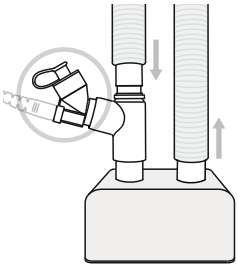

Rysunek 7. Nebulizator Aerogen Solo podłączony do ramienia wlotowego nawilżacza.
2. Nebulizator Aerogen Solo można podłączyć między respiratorem a ramieniem wlotowym nawilżacza. Sposób podłączenia nebulizatora Aerogen Solo do ramienia wlotowego nawilżacza przedstawia Rysunek 7. W tej konfiguracji można stosować nebulizator Aerogen Solo z maską nosową.
Nebulizator Aerogen Solo można stosować z maską nosową przy włączonym lub wyłączonym respiratorze, jeśli do systemu oddechowego jest podłączony nawilżacz (Rysunek 7).